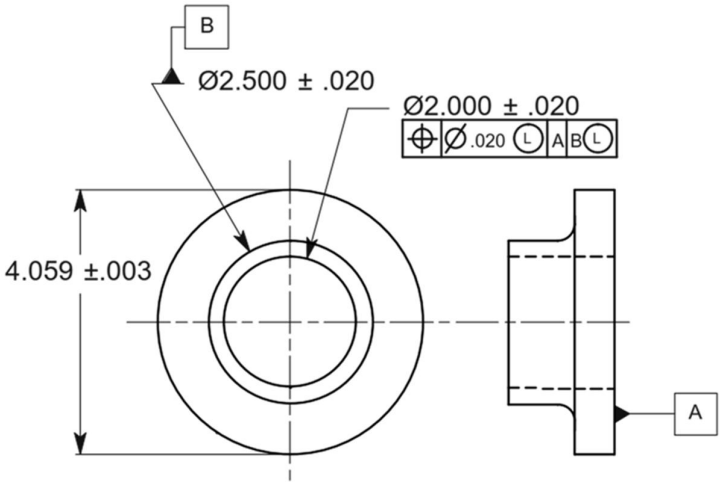

Figure 1
Q.3 **(a)** Calculate the minimum wall thickness of given Figure 1. **07**